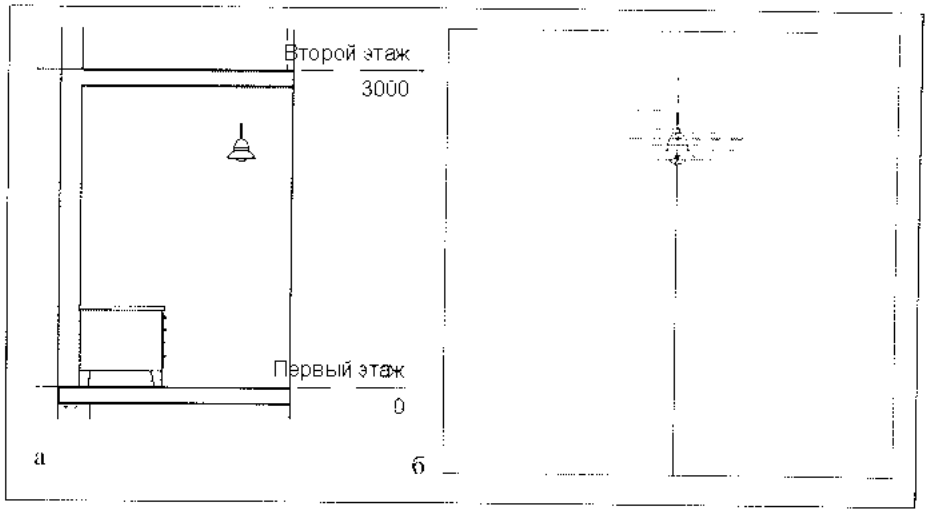

Рис. 23.11. *Редактирование осветительного прибора, размещаемого выше секущей плоскости*
1. На виде фасада или разреза выделить осветительный прибор (рис. 23.11,а) и на ленте **Modify Light Fixture** (Изменить осветительный прибор) в разделе **Family** кнопкой **Edit Family** (Редактировать семейство) открыть Редактор семейств.
6. На ленте **Create** в разделе **Model** инструмент **Model Line** (Модельная линия). Выбрать в списке типоразмеров тип линии *Hidden Lines* и нарисовать в области чертежа вертикальную линию, которая идет от центра осветительного прибора до пола (или ссылочного уровня) (рис. 23.11,б).